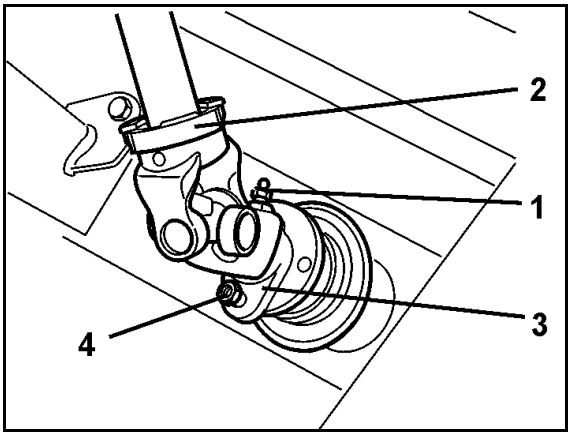

図 54
13. チェーンを機械に掛けることでプロペラシャフト保護パーツが一緒に回転するのを防いでください (図 54)。